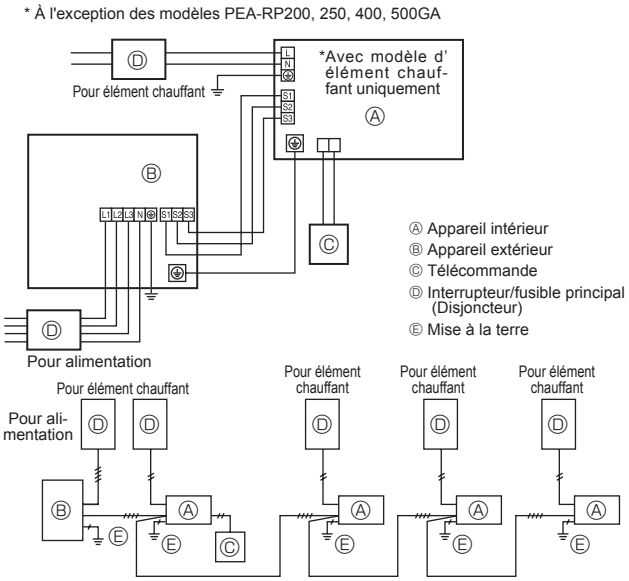

Fig. 6-1
6.1. Appareil extérieur (Fig. 6-1, Fig. 6-2)
(1) Retirer le panneau de service.
(2) Effectuer le câblage conformément aux figures 6-1 et 6-2.